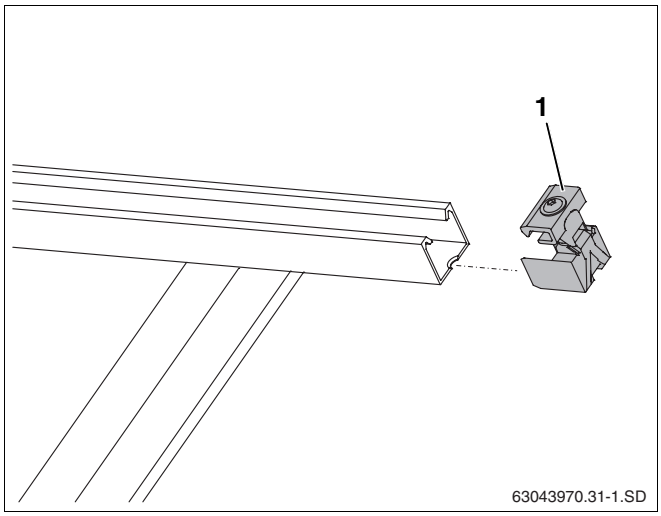

Afb. 45 Enkelzijdige collectorspanner inschuiven
- Schuif de enkelzijdige collectorspanner (afb. 45, **pos. 1**) aan het rechter uiteinde van het collectorveld in de profielrails, tot die in de eerste lange bevestigingsopening vastklikken.